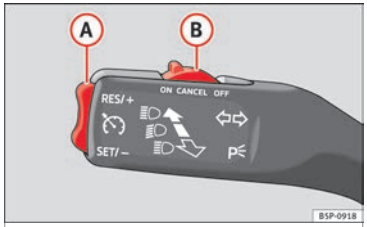

Fig. 137 Turn signal and main beam headlight lever: switch and rocker switch for the cruise control.
once on the upper part of the rocker switch **RES/+** ››› Fig. 137 (A).
The system **is completely turned off** by moving the control (B) ››› Fig. 137 all the way to the right (OFF engaged), or when the vehicle is stationary, by switching off the ignition.